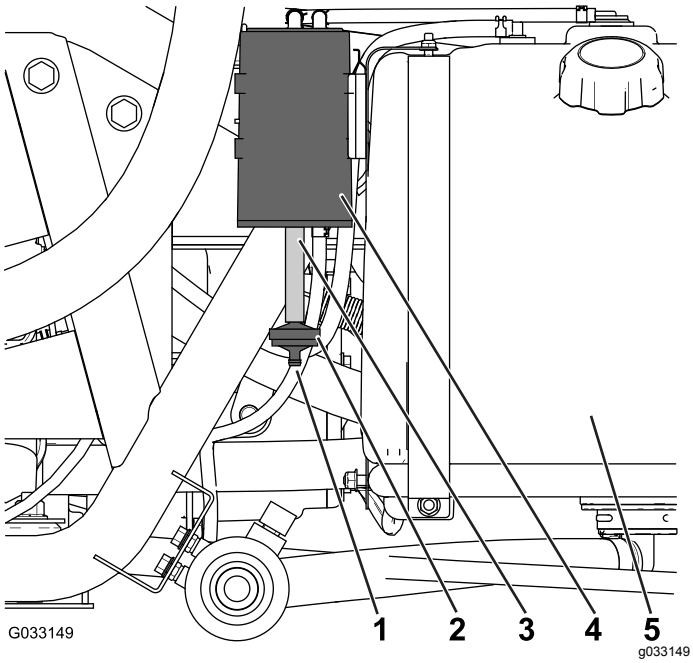

Figur 47
Kontroller åpningen i bunnen av karbonsylinderen og påse at den er ren og fri for rusk og andre hindringer (Figur 47).
1. Fjern nippelen med mothake til filteret i karbonsylinderen fra slangen på bunnen av karbonsylinderen, og fjern filteret (Figur 47).